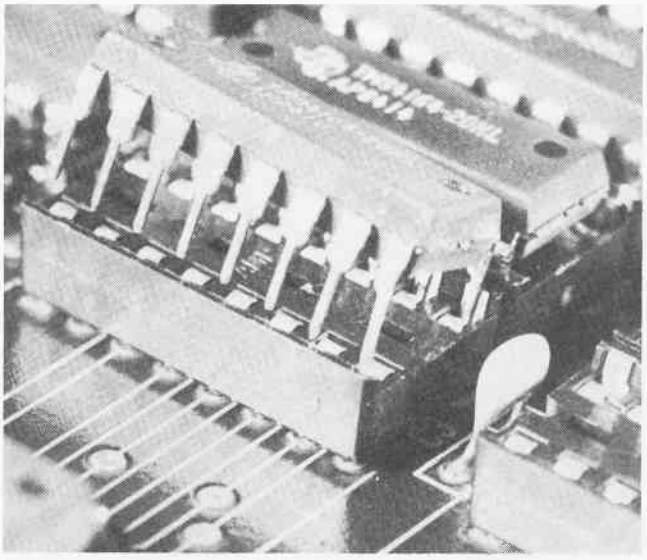

Fig. 3-5. Place the chip over the socket as shown.
b. Place the chip over the socket, lining up one row of pins with its socket holes, as shown in Fig. 3-5.